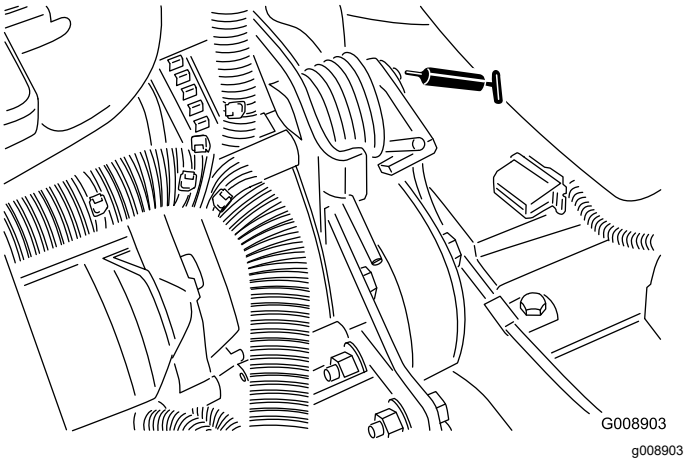

**Figure 54**
- Pivot de tension de courroie (Figure 54)